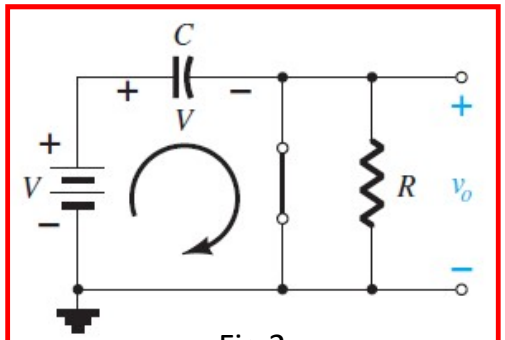

Fig.2
- For Fig. 2, the diode is forward biased during the positive portion of the signal.